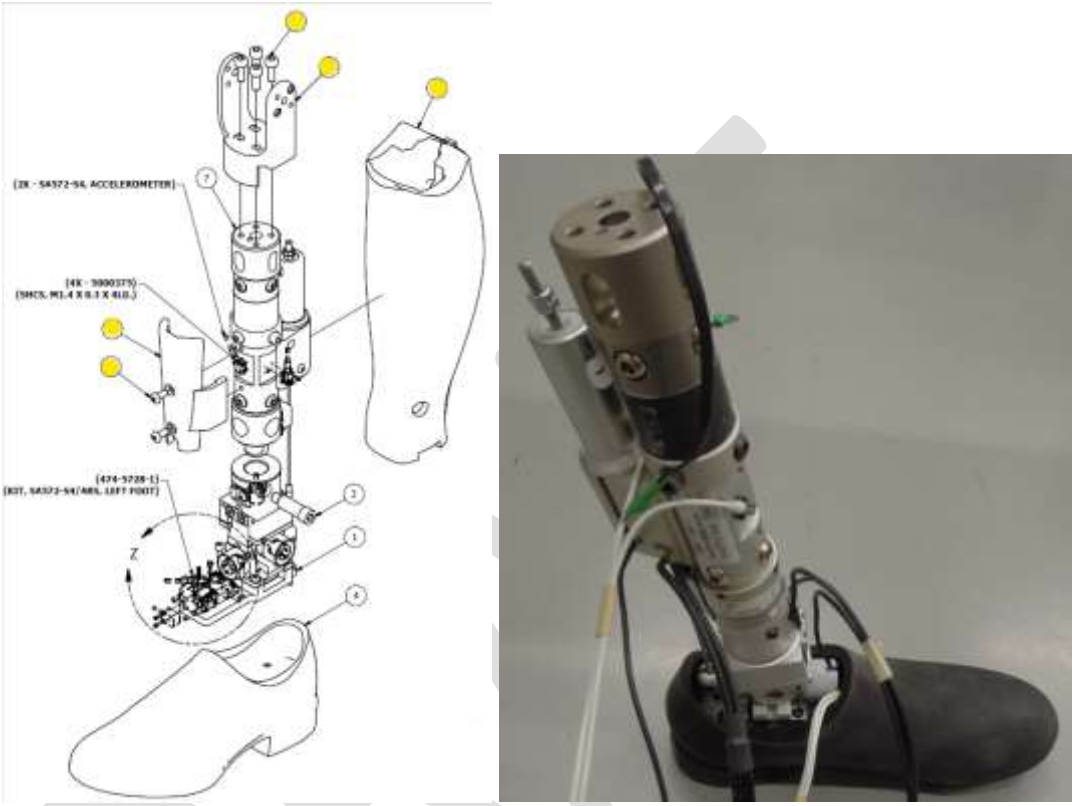

Figure 11-1. Remove tibia guard (474-5518) and knee clevis (474-5517).
11.5.1 Remove the tibia skin (474-5520), the two M5 X 0.8 X 12 BHCS which attach the shin guard (474-5518) to the lower leg assembly, and the four M6 X 1 X 16 SHCS which attach the knee clevis to the lower leg assembly (474-5517) (Figure 11-1, highlighted in yellow).